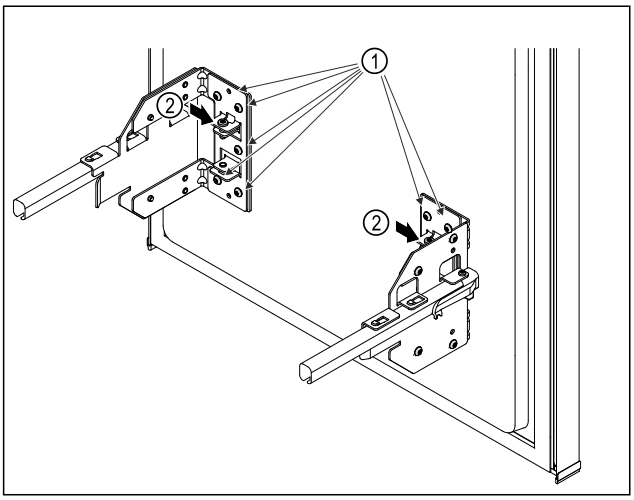

Fig. 10
▶ Loosen screws *Fig. 10 (1)* slightly.
▶ Turn the screws *Fig. 10 (2)* to move the telescopic unit up or down.
▶ Tighten the screws *Fig. 10 (1)* as far as they will go.